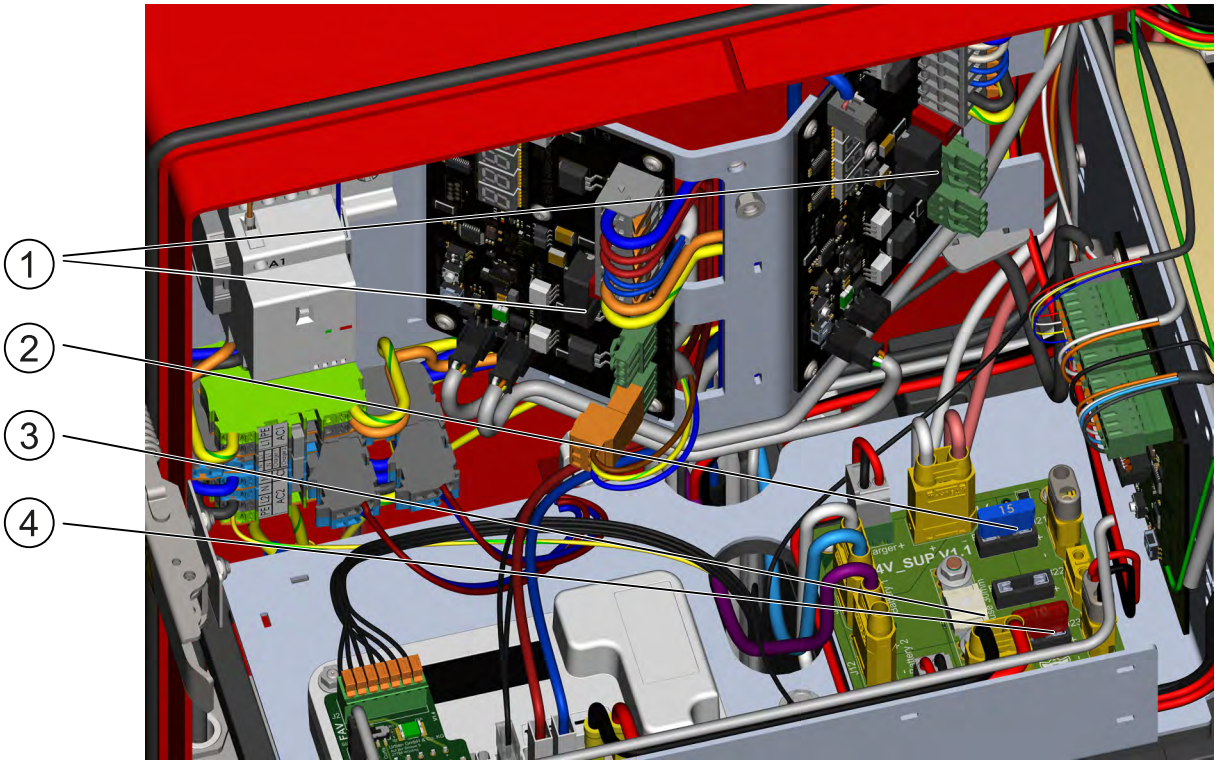

Рисунок 27: Обзор предохранителей
4. Найдите неисправный предохранитель (см. главу Рисунок 27 «Обзор предохранителей», страница 77).